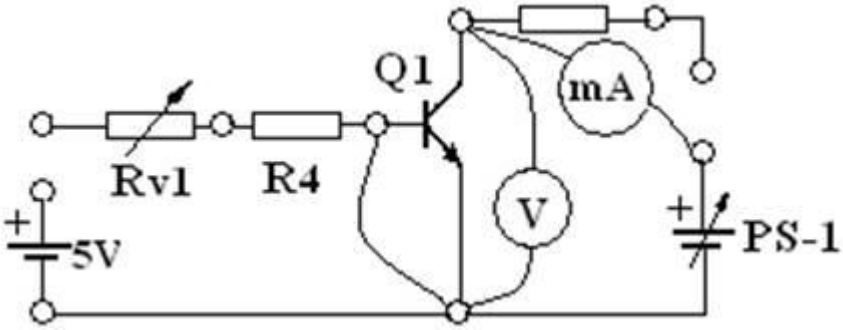

Рисунок 3.3 – Схема для снятия выходной характеристики транзистора при токе базы, равном нулю
3.2.10 Собрать схему для снятия выходной характеристики $I_к = f(U_{кэ})$ транзистора при токе базы, равном нулю (рисунок 3.3).